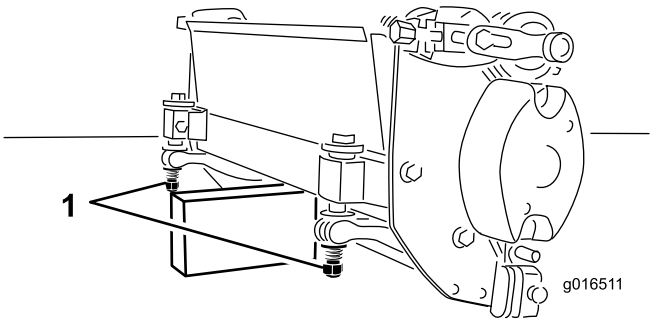

Figur 6
Når klippeenheten må tippes på siden for at du skal komme til motstål/spole, støtter du opp baksiden av klippeenheten med støtten for å sikre at mutrene bak på enden av justeringsskruen til motstangen ikke hviler på arbeidsoverflaten (Figur 6).
2. Tipp gressklipperen for å vise motstålet og spolen. **Pass på at muttrene på baksiden av motstålets justeringsskruer ikke hviler på arbeidsoverflaten (Figur 6).**
Viktig: Når klippeenheten må tippes på siden for at du skal komme til motstål/spole, støtter du opp baksiden av klippeenheten med støtten for å sikre at mutrene bak på enden av justeringsskruen til motstangen ikke hviler på arbeidsoverflaten (Figur 6).